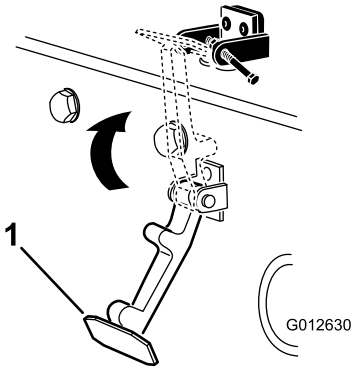

Figur 8
6. Kroka fast motorhuvsspärren på dess fäste (Figur 8).